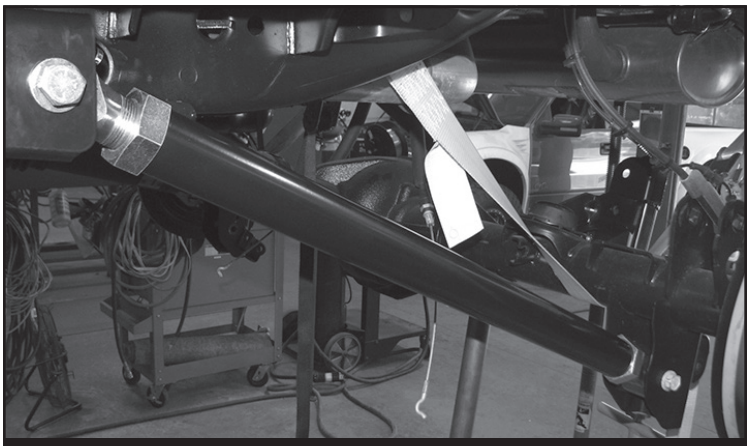

FIGURE 21 - STEP 14
14. Install the new lower link into the driver side new frame pocket using the 5/8” hardware and the factory hardware for the axle side. **NOTE: Install the end with the link twist washer on the frame pocket inner side. SEE FIGURE 21**